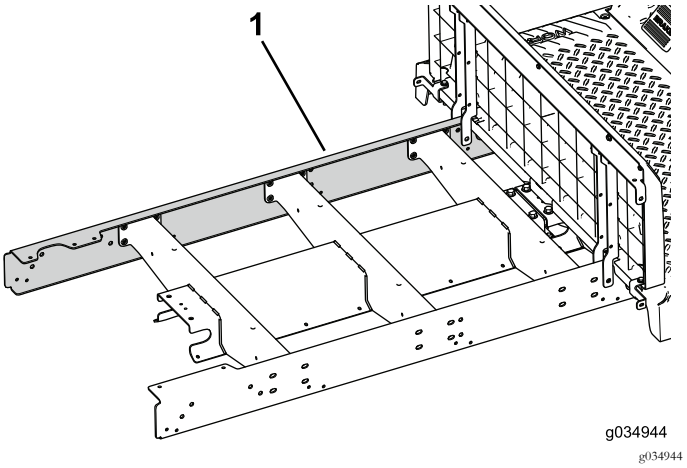

Figura 25
5. Montate, senza serrarla, la guida dell'estensione sul lato sinistro della macchina (Figura 25).